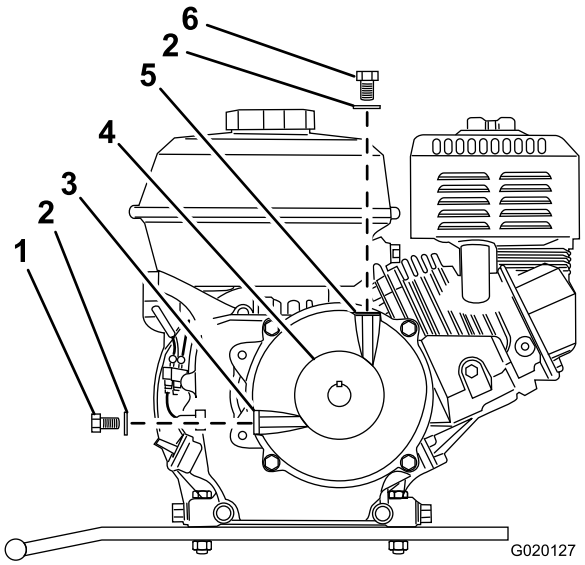

Figure 66
3. Retirez le boulon et la rondelle de l'orifice de remplissage au sommet du carter réducteur (Figure 66).
4. Retirez le boulon et la rondelle de contrôle de niveau d'huile de l'orifice de niveau d'huile sur le côté du carter réducteur (Figure 66).
9. Remettez le boulon et la rondelle de contrôle de niveau d'huile sur l'orifice de niveau d'huile du carter réducteur, et serrez le boulon (Figure 66).
10. Placez le boulon et la rondelle sur l'orifice de remplissage du carter réducteur, et serrez le boulon (Figure 66).